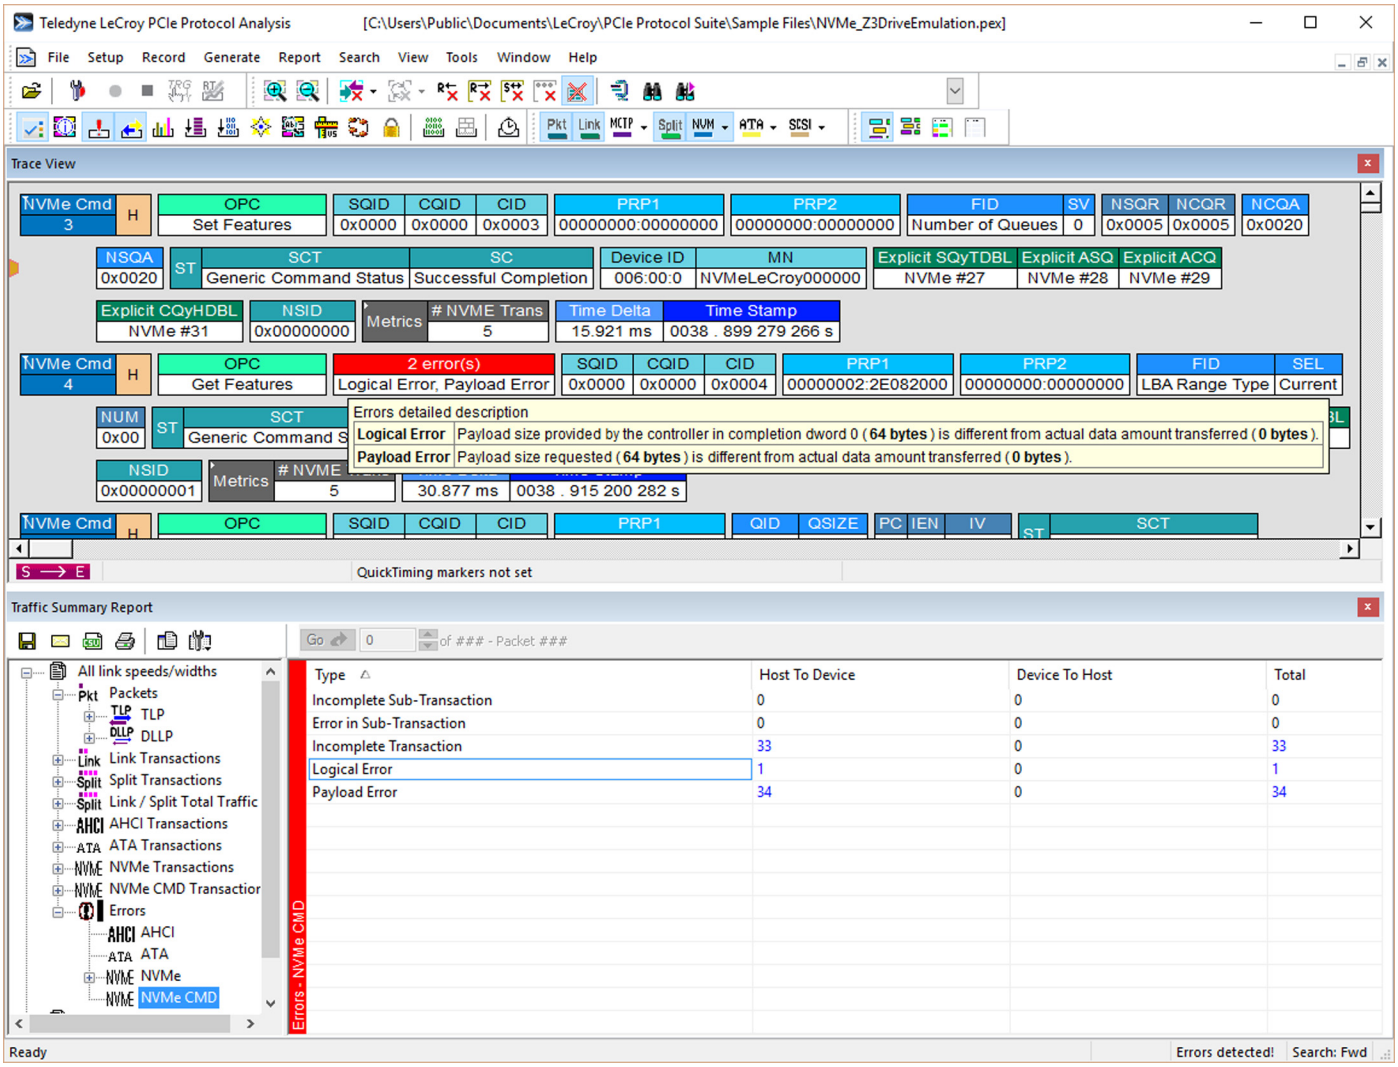

Figure 10.15: NVMe CMD Error -> Logical Error with Tooltip
4. Logical Error: Groups any potential logic errors, such as declaring a payload of 64 bytes (0) but sending 0 bytes. See Figure 10.15.